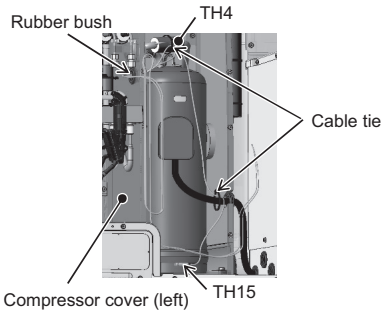

Figure 3
(3) Cut the two cable ties holding TH4 and TH15, and remove the wiring from the rubber bush on the left compressor cover. (See Figure 3.)